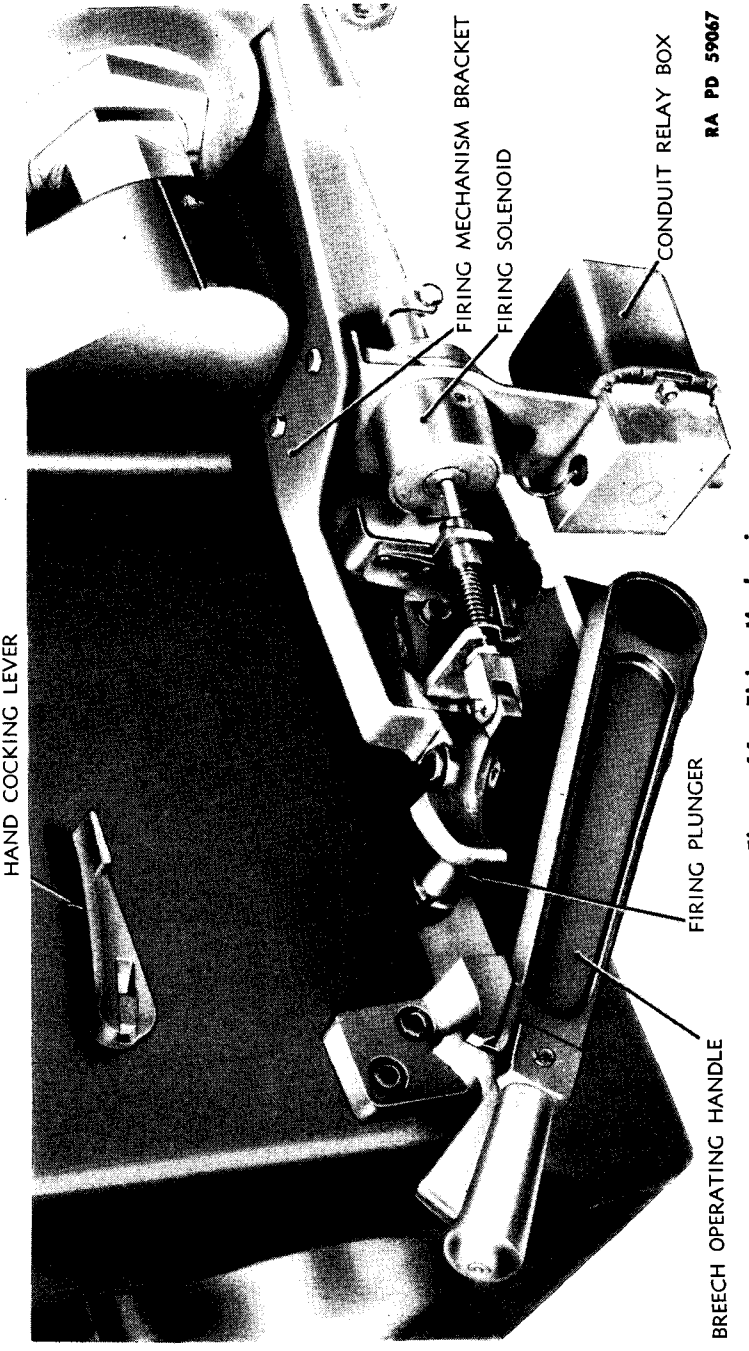

Figure 44 — Firing Mechanism
b. **Removal of Firing Plunger** (fig. 44). Remove firing mechanism group assembly by unscrewing three nuts from mount. Then unscrew firing plunger retainer from breech ring with a spanner wrench. Then pull firing plunger out of breech ring.
61. FIRING MECHANISM (figs. 44 and 45).